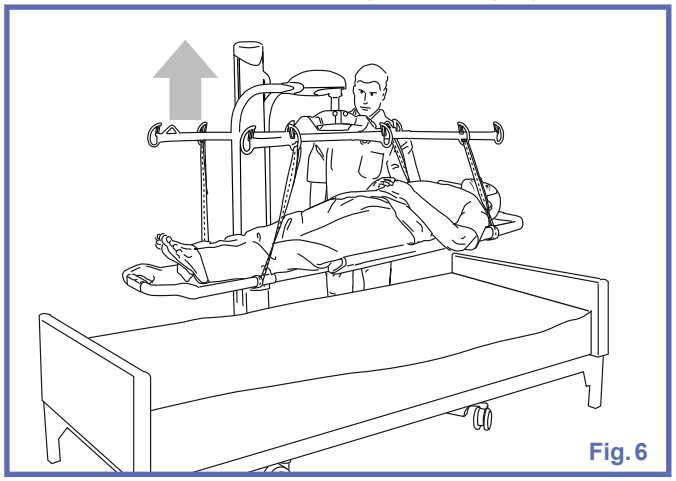

Fig. 6
6) Sollevare il paziente quanto basta da sganciare il letto/barella ospedaliera (vedere Fig. 6).